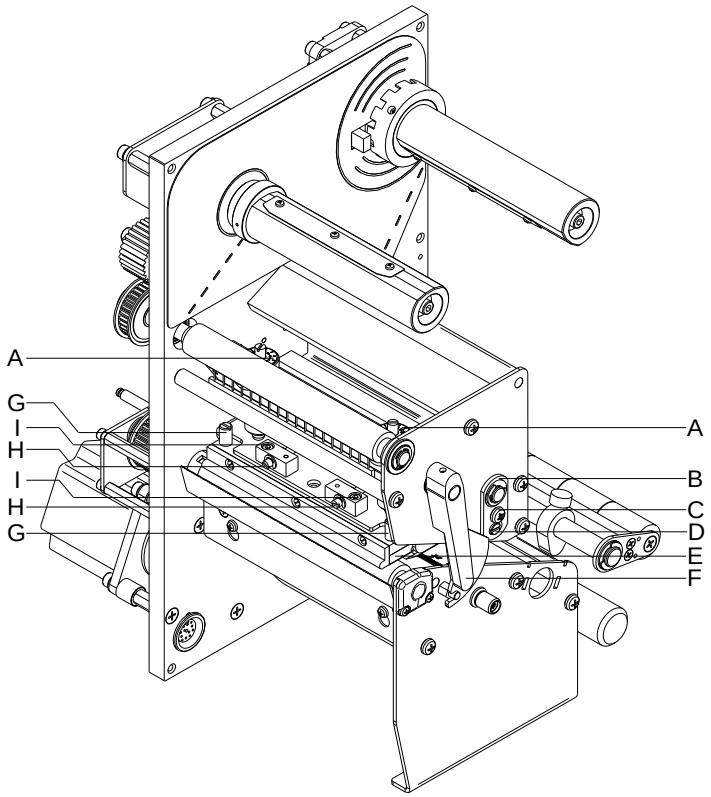

Figura 17
1. Allentare le viti (I, Figura 17) di circa ¼ di giro con una chiave per viti.
2. Impostare il parallelismo con le viti di regolazion (H, Figura 17).
4. Serrare di nuovo le viti (I, Figura 17).
Se dopo avere impostato il parallelismo la stampa non risulta uniforme sull'intera larghezza delle etichette, è possibile effettuare un'equilibratura mediante il pannello di regolazione (B, Figura 17) procedendo come segue:
1. Allentare la vite (C, Figura 17) di circa ¼ di giro.
2. Ruotare i bulloni eccentrici (D, Figura 17) per creare un'equilibratura di stampa e registrarli fino ad ottenere un'immagine di stampa uniforme.
3. Serrare di nuovo la vite (C, Figura 17).